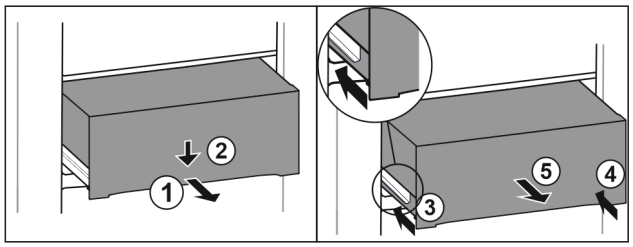

Fig. 146
▶ Pull out drawer half-way. *Fig. 146 (1)*
▶ Push the drawer down at the front. *Fig. 146 (2)*
▶ Push the left rail in by about 2 cm. *Fig. 146 (3)*
▶ Push the right rail in by about 2 cm. *Fig. 146 (4)*
▶ Remove drawer to the front. *Fig. 146 (5)*